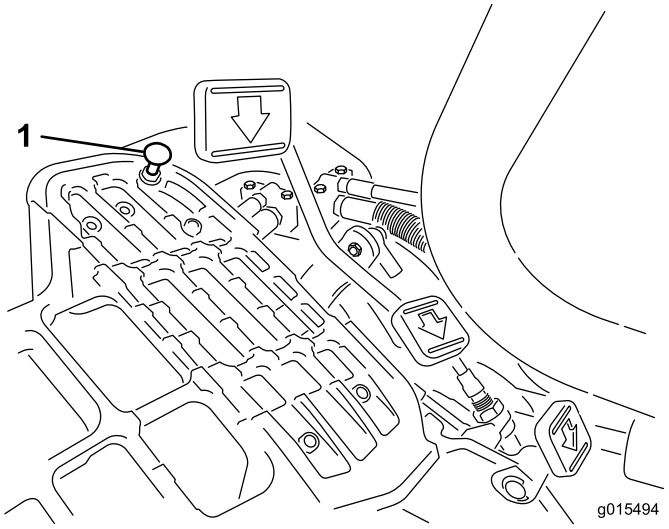

**Figur 54**
Tryck ner bromspedalen. Det behövs en justering om pedalen vidrör stoppet (Figur 54) innan anspänningen känns i kabeln:
1. Lossa låsmuttrarna till huvudskruvarna med fläns som fäster pedalstoppet vid golvplattan (Figur 54).